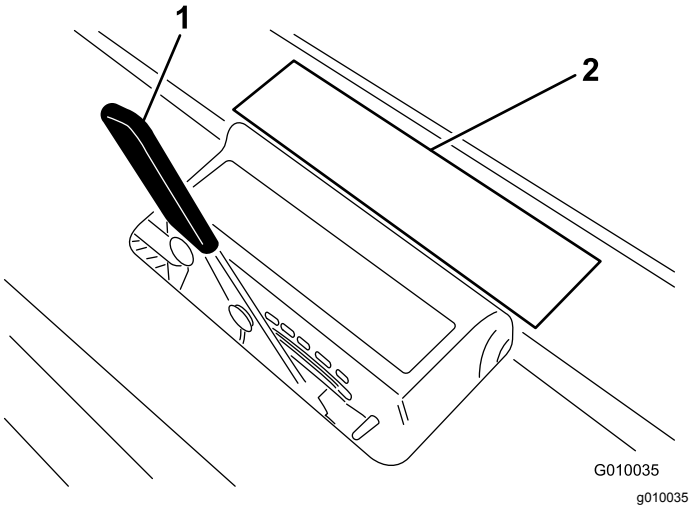

Figuur 18
3. Leg de tand op de sticker voor de werkdiepte (Figuur 18) met 1 uiteinde tegen de streep voor de gewenste werkdiepte (zie het tandensjabloon op de sticker).